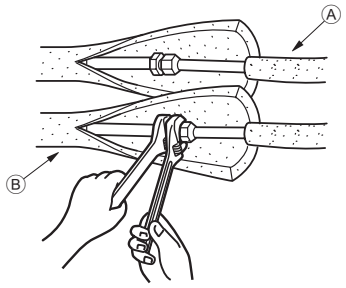

Fig. 4-4
4.5. Rörledningar för köldmedlet (Fig. 4-4)